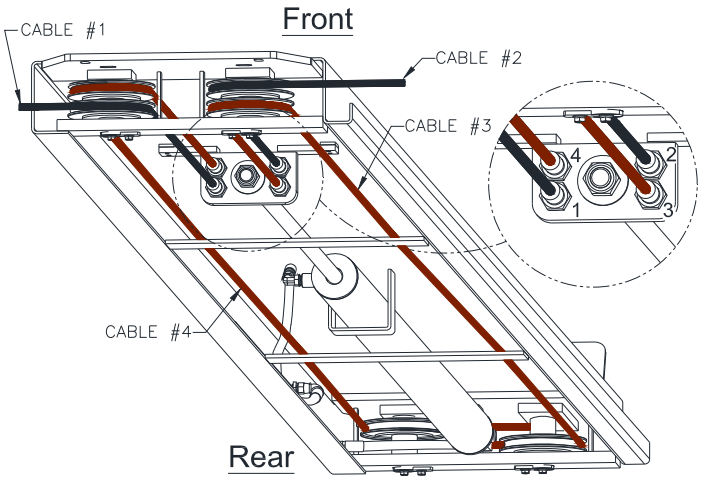
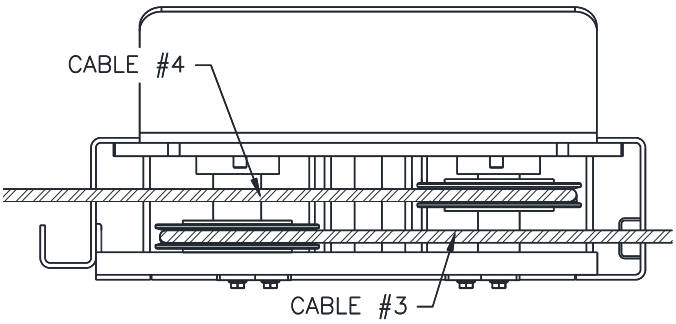

Fig 9 – Cable Layout
Fig 10 – Power Runway (Front View)
13) At the rear of the power runway, continue routing cables #3 & #4 to the front of the power runway sheaves, **Fig 9**.
14) At the front of the power runway continue routing cable #3 around the sheave and out the front drivers' side cross beam. Cable #4 should be routed around the sheave & out to the passenger side front cross beam, **Fig 9 & Fig 10**. ***MAKE SURE THE CABLES ARE NOT TANGLED WITH THE LOCK RELEASE ROD INSIDE THE CROSSBEAM.***